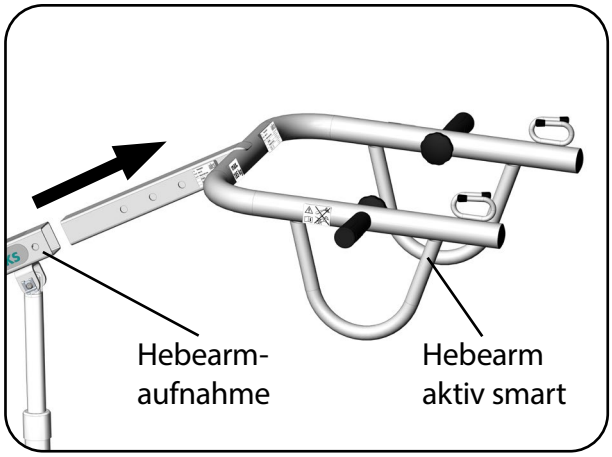

Abb. 8.9.01 - Hebearm aktiv smart entfernen
2. Ziehen Sie den Hebearm aktiv/aktiv smart aus der Hebearmaufnahme heraus und legen Sie ihn zur Seite (Abb. 8.9.01).